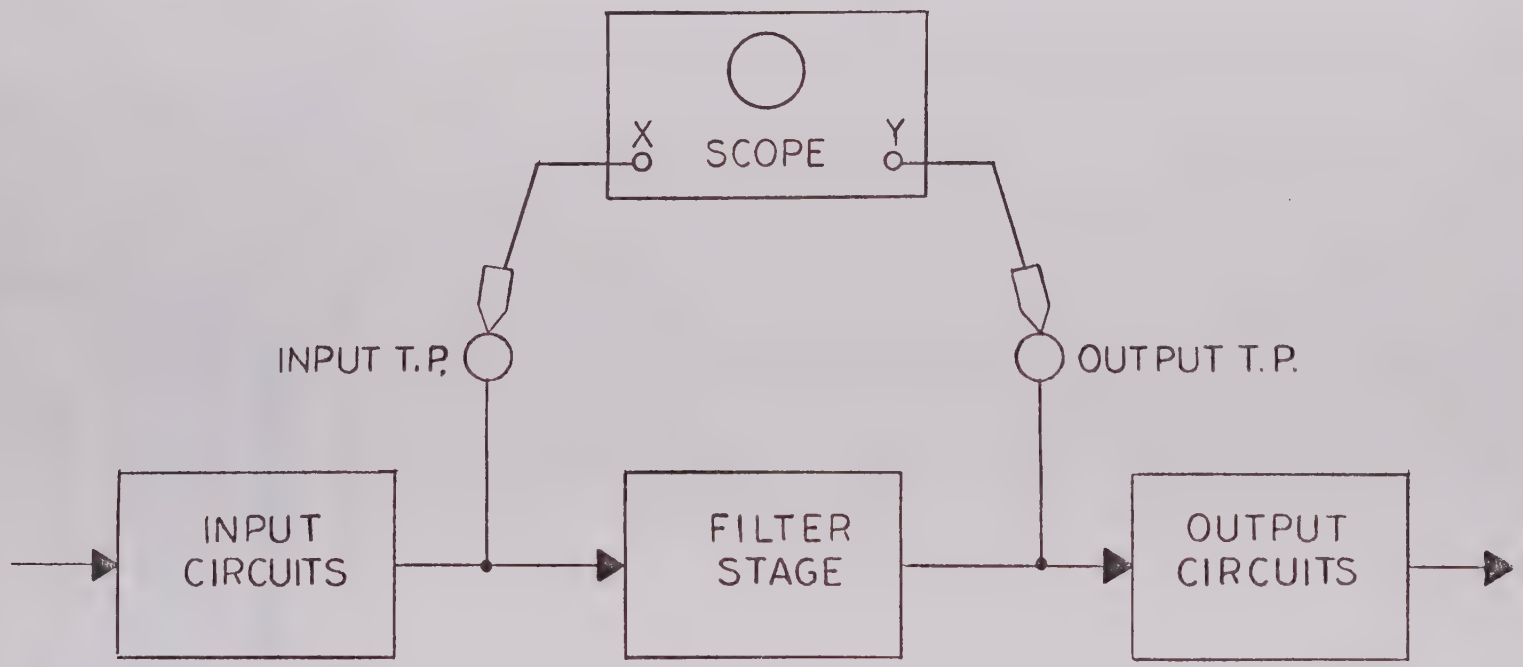

FIGURE 5-6
A. THE BANDPASS FILTER CALIBRATION USE A SIGNAL GENERATOR AND THE X-Y FUNCTION OF THE OSCILLOSCOPE.THE FILTER IS CALIBRATED BY ADJUSTING THE FILTER POTENTIOMTER TO ACHIEVE A STRAIGHT LINE LISSAJOUS PATTERN ON THE OSCILLOSCOPE SCREEN.REFER TO FIGURE 5.6,FOR A TYPICAL TEST SET-UP.